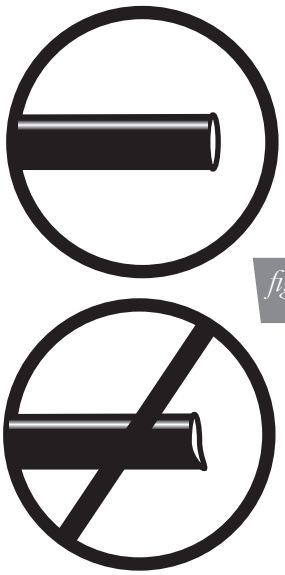

fig. 11
a. Check the air line connection by deflating the spring and removing the line by pulling the collar against the fitting and pulling firmly on the air line. Trim 1" off the end of the air line. Be sure the cut is clean and square (see fig. 11). Reinsert the air line into the push-to-connect fitting.
2. If the preceding steps have not resolved the problem, call Air Lift customer service at (800) 248-0892.